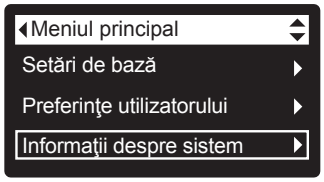

FIG. 62
2. Apăsaţi ÎN JOS (▾), pentru a defila opțiunile meniului de evidenţiere System information (informații despre sistem) (fig. 62).